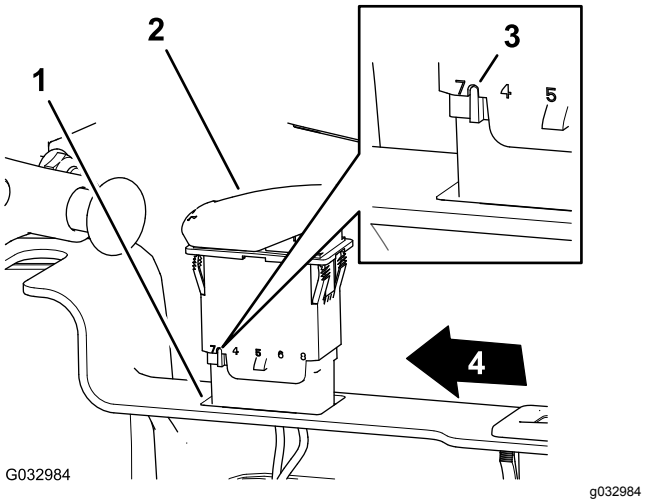

Figura 23
5. Allineate l'interruttore in modo che l'intaglio nel corpo dell'interruttore sia verso la parte sinistra della plancia (Figura 23).
6. Inserite l'interruttore nell'apertura sulla plancia, fino a quando l'interruttore non scatta saldamente nella plancia (Figura 23).